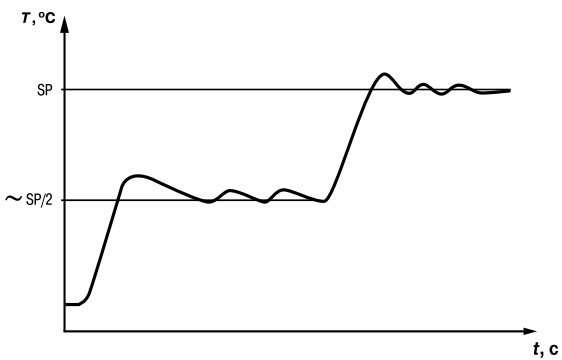

Рис. 29
7.1.2.2. При автонастройке прибор работает как двухпозиционный регулятор. Система осуществляет колебания, вид которых приведен на **рис. 29**.